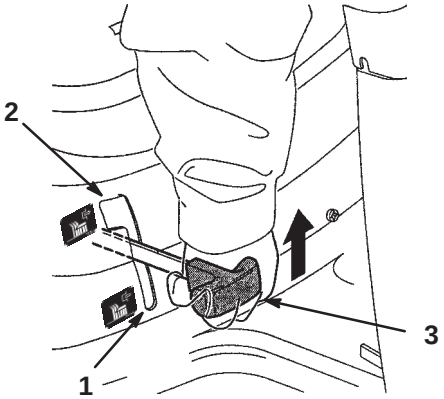

Figure 4
2. Lentement, placez la commande de lame (PdF) en position embrayée (Fig. 4).
2. Mettez la commande de lame (PdF) en position débrayée (Fig. 4).